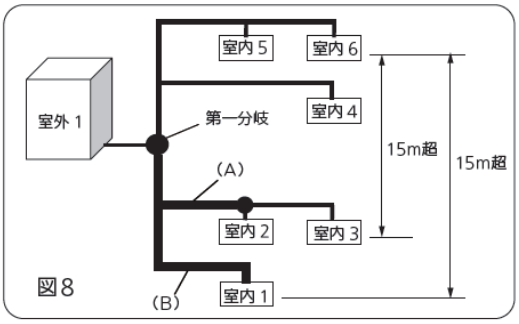

図8
- H2が15mを超える場合、室内ユニットが室外ユニットより下側にある液管、ガス管を1ランクサイズアップしてください。（図8）